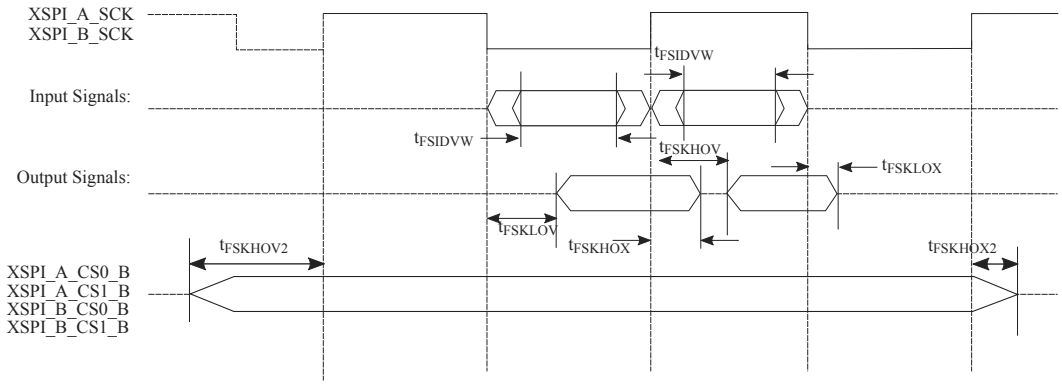

Figure 40. FlexSPI DDR mode 1 and 2 AC timing diagram
6. See Figure 40.
| 4. See Figure 40. | | | | | | |